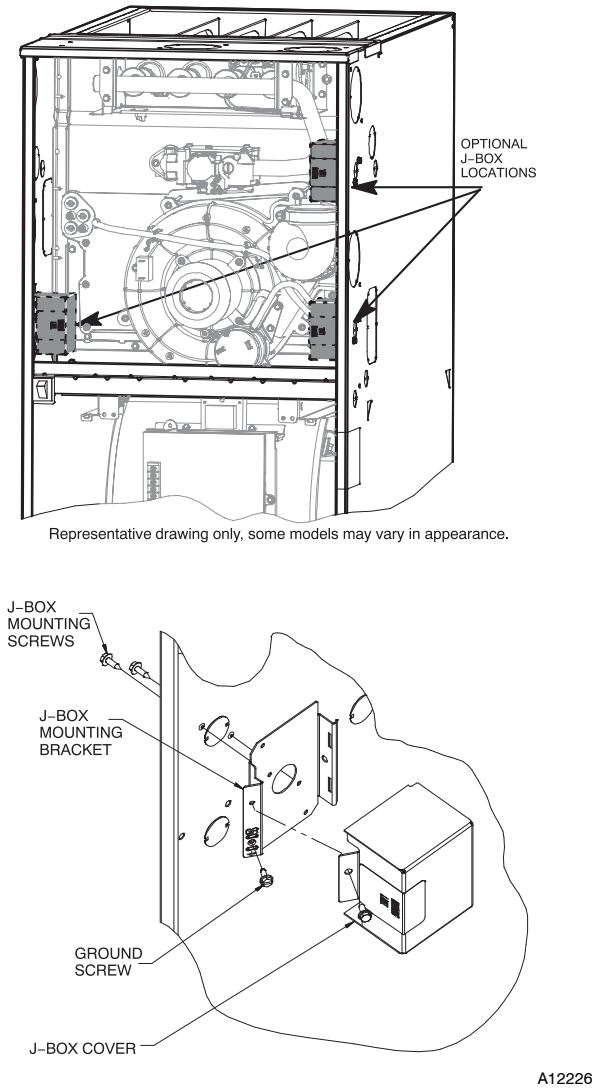

Fig. 32 - Installing J-Box (When Used)
6. Connect field ground wire and factory ground wire to green ground screw on J-Box mounting bracket as shown in **Fig. 32**.
5. Connect field ground wire and factory ground wire to green ground screw on J-Box mounting bracket as shown in **Fig. 32.**
4. Connect field ground wire and factory ground wire to green ground screw on J-Box mounting bracket as shown in **Fig. 32**.